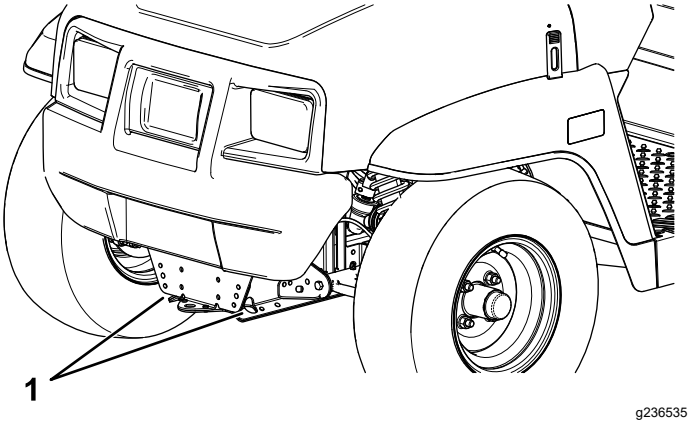
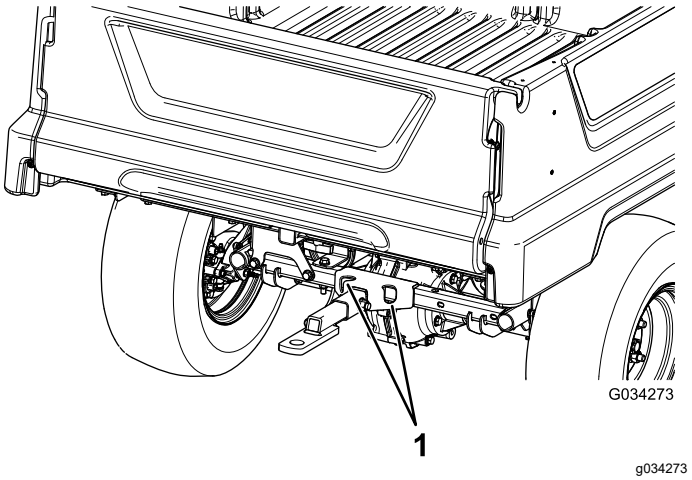

Figur 22
Figur 23
Se Figur 22 och Figur 23 för fästpunkternas placering på maskinen.
2. Fäst en bogserlina i bogseröglan framtill på maskinens ram (Figur 22).